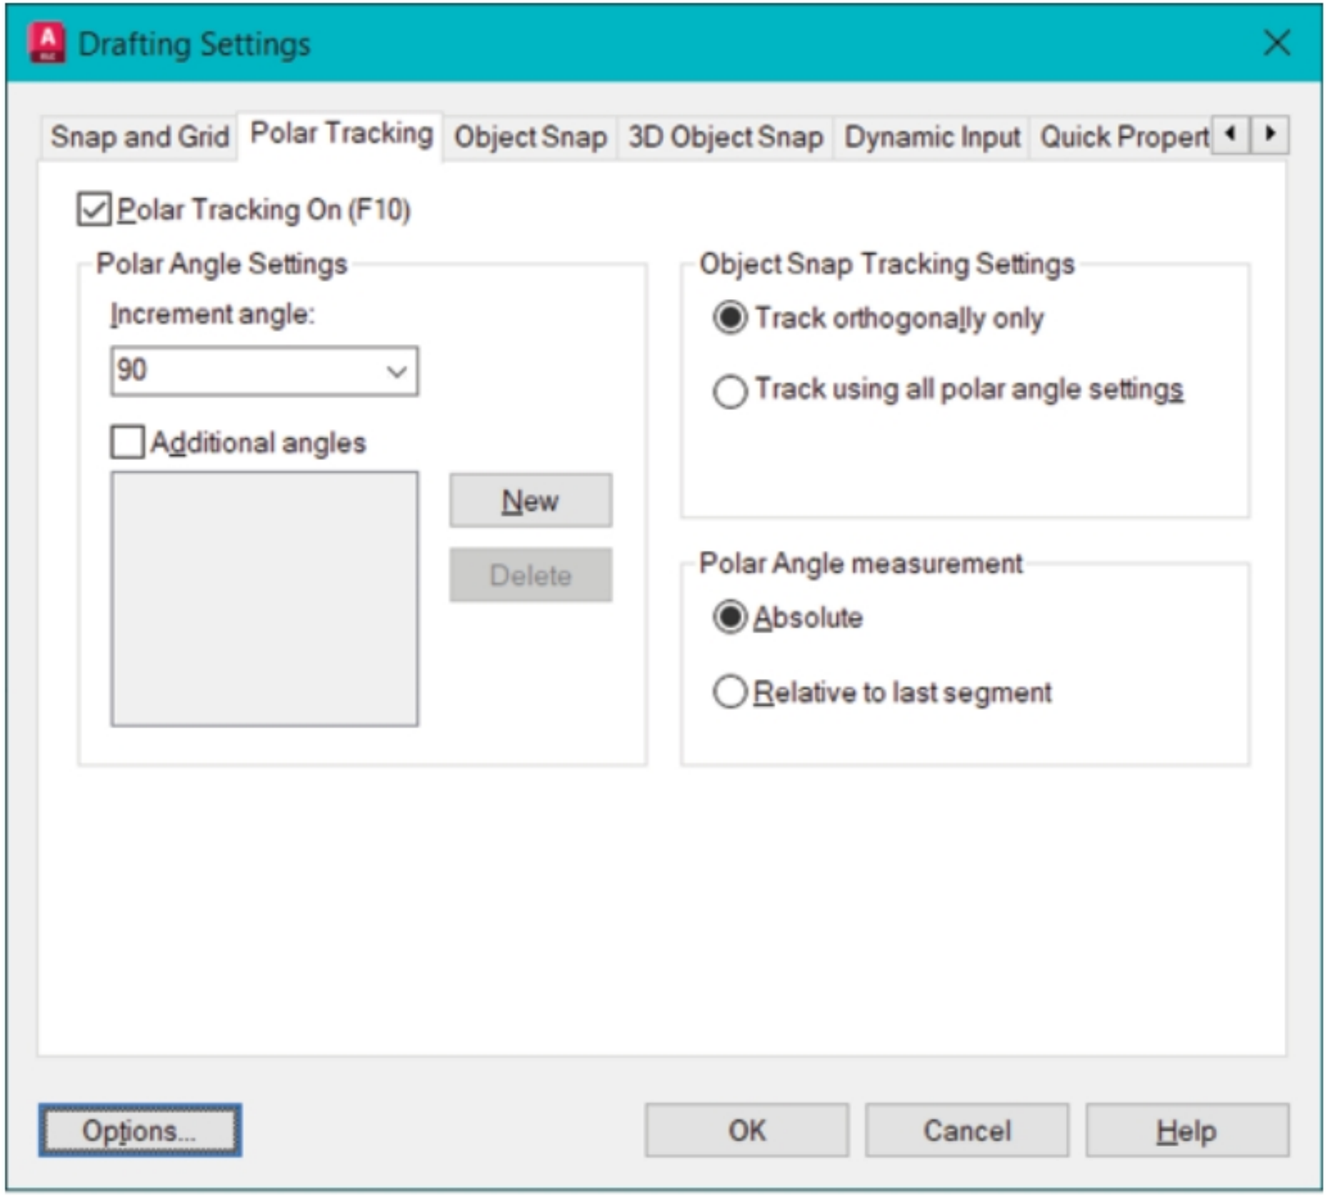

Figure-77. Drafting Settings dialog box with Polar Tracking tab
- To specify the settings related to **Polar Tracking**, click on the **Tracking Settings** button from the list of options. The **Drafting Settings** dialog box will be displayed with the **Polar Tracking** tab selected; refer to Figure-77.